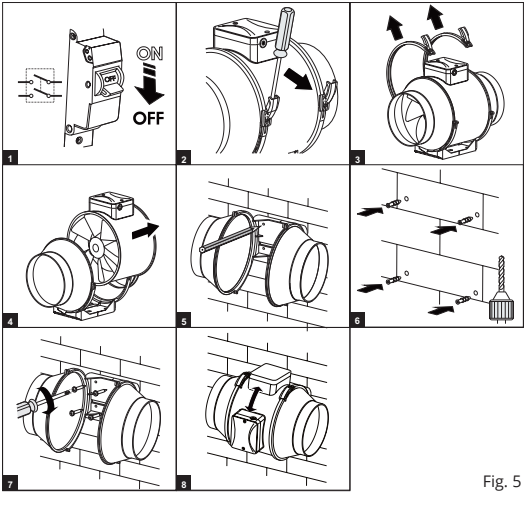

Fig. 5
- Öppna båda fästklämmorna på fläkten och ta ut fläkthuset, Fig. 5.
- Montera fläkthuset med 4 skruvar, Fig. 5.
- Sätt tillbaka fläkthuset i rätt luftriktning och spänn fast det med fästklämmorna, Fig. 5.
Rengör fläkten minst en gång per år. Fläkthuset tas ut för rengöring, Fig. 5. Avlägsna damm och smuts. Använd en torr trasa, mjuk borste eller tryckluft för att avlägsna damm. Fläktbladen rengörs med en fuktig trasa och rengörings-medel. Se till att vatten inte kommer i kontakt med elektriska komponenter, Fig. 7.